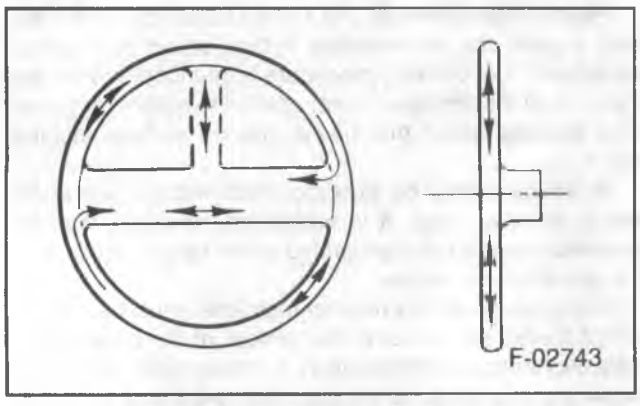

Figure 2—Steering Wheel Grain
REFINISHING PROCEDURE (Figure 2)
c. Follow the lines and contour of the wheel as shown in figure 2.